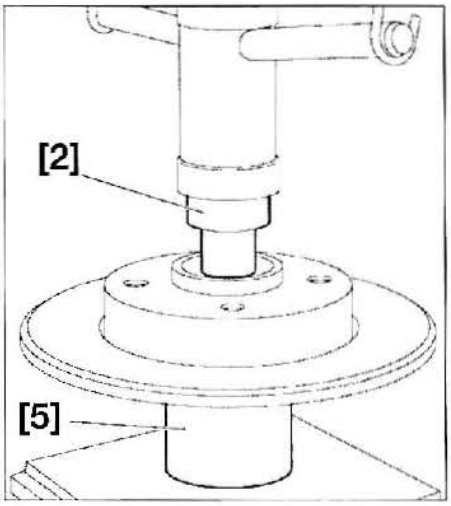

FIG. 31
• Colocar los útiles [2] (eje guía ref. 9501-T.E4) y [5] (eje guía ref. 5709-T.F2) (fig. 31).